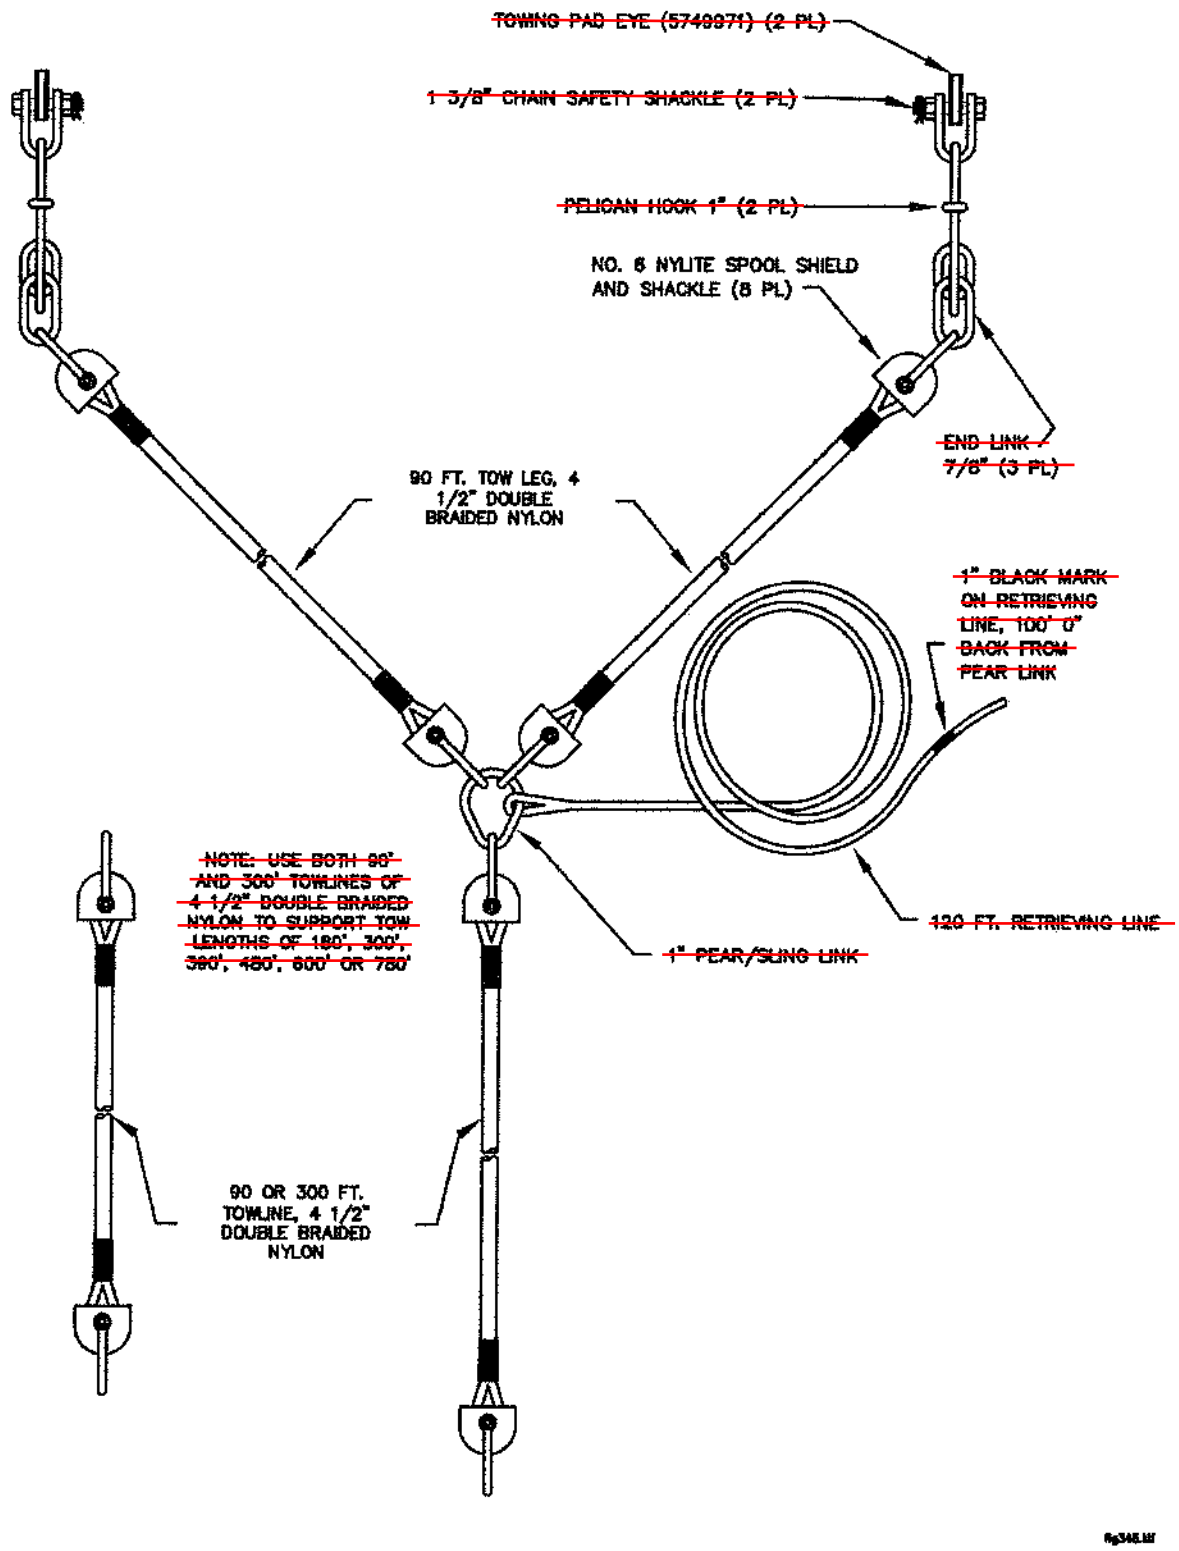

Figure 3-15 Towing Bridle Assembly (Towing Craft)
3-12.3. Towing Considerations The LCAC tow rig includes a weak link/shear pin adapter (Figures 3-15 and 3-16) that has a breaking strength of 40,000 lbs ± 2,000 lbs. The weak link is installed in the tow rig (at disabled craft tow bridle) as a protection to the craft tow points, which are limited to a horizontal pull of 50,000 lbs. This is less than the breaking strength of the nylon line now in use in the tow rig (4½ inch double braided nylon line with a breaking strength of 64,200 lbs, IAW NSTM 613). The weak link is designed to break before tow line pull causes structural damage to the hull and hull fittings.
3-12.4. Towing Bridle Assembly The towing bridle assembly for LCAC shown in Figures 3-15 and 3-16 is comprised of (2) 90-foot tow legs (4½ inch double-braided nylon); (1) Shear Pin Adapter (designed to fail at 40,000 lbs ± 2,000 lbs); (8) No. 6 Nylite Spool Shield and Shackles; (2) Pelican Hooks with (2) 7/8 inch end links; (2) 1-3/8 inch chain safety shackles; (1) 300-foot tow line (4½ inch double-braided nylon); and (1) 90-foot tow line (4½ inch double-braided nylon).